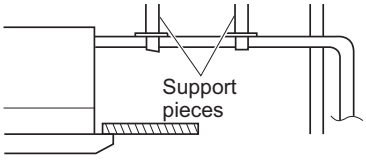

Fig. 2-197
- **Do not apply force to the piping on the unit side when connecting the drain pipe. The pipe should not be allowed to hang unsupported from its connection to the unit. Fasten the pipe to a wall, frame, or other support as close to the unit as possible. (Fig. 2-197)**